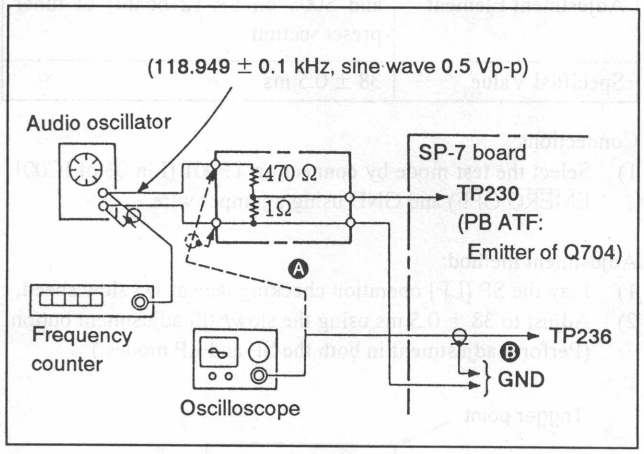

Fig. 8-10.
Signal	Refer to Fig. 8-10.
1) Use an oscilloscope to confirm that the sine wave level output from t > audio oscillator is 0.5 Vp-p. (Fig. 8-10. Ⓐ)
4) Connect the oscilloscope to TP236. (Fig. 8-10. Ⓑ)